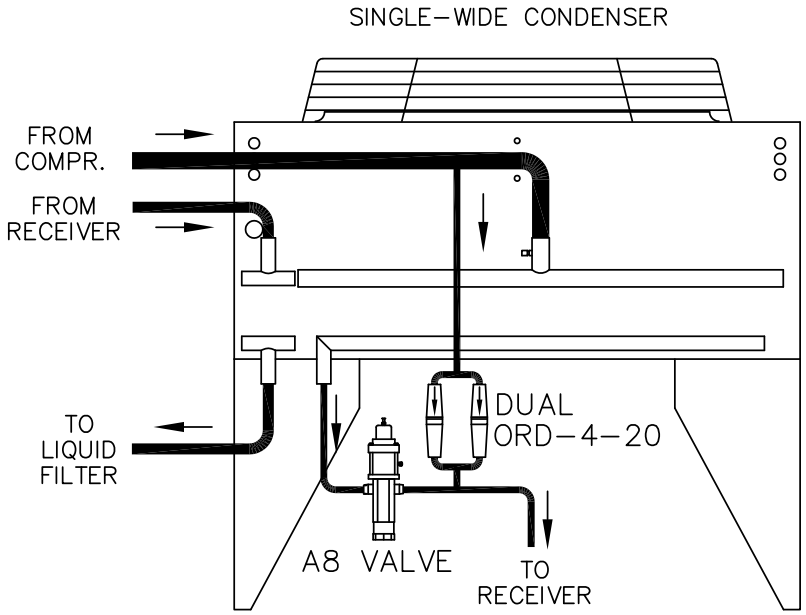

Figure 2
Due to capacity limitations with non-adjustable valves, larger HP single or parallel compressor units may use (2) non-adjustable valves piped in parallel to maintain sufficient refrigerant flow, or a combination of adjustable and nonadjustable valves to accommodate the larger unit capacity (Reference Figure 2). Some large HP units may utilize (2) adjustable valves. Adjustable valves ARE NOT PRE-SET AT THE FACTORY, so even though a system may be properly charged in the field it is still necessary to check the operating head pressure and adjust each valve (if required) to maintain minimum system head pressure.